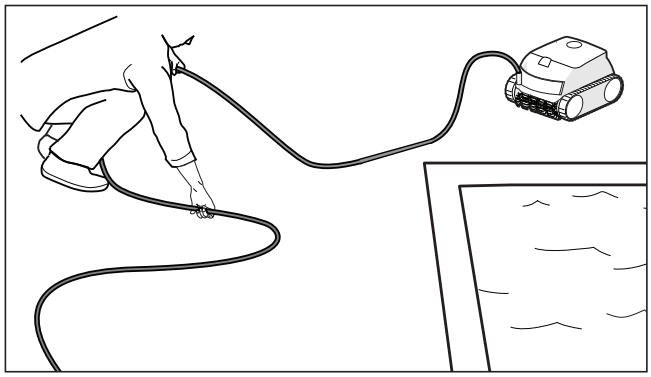

Figura 14. Desenrede el cable de alimentación
2. Elimine las torceduras y los enredos comenzando por el extremo de la cabeza del limpiador. Coloque el cable al sol para que pierda las marcas de enredos y torceduras (consulte la Figura 14).